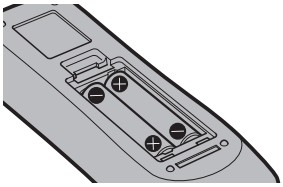

Fig. 2
2) Insert batteries and close the cover (insert the "⊖" side first). (Fig. 2)